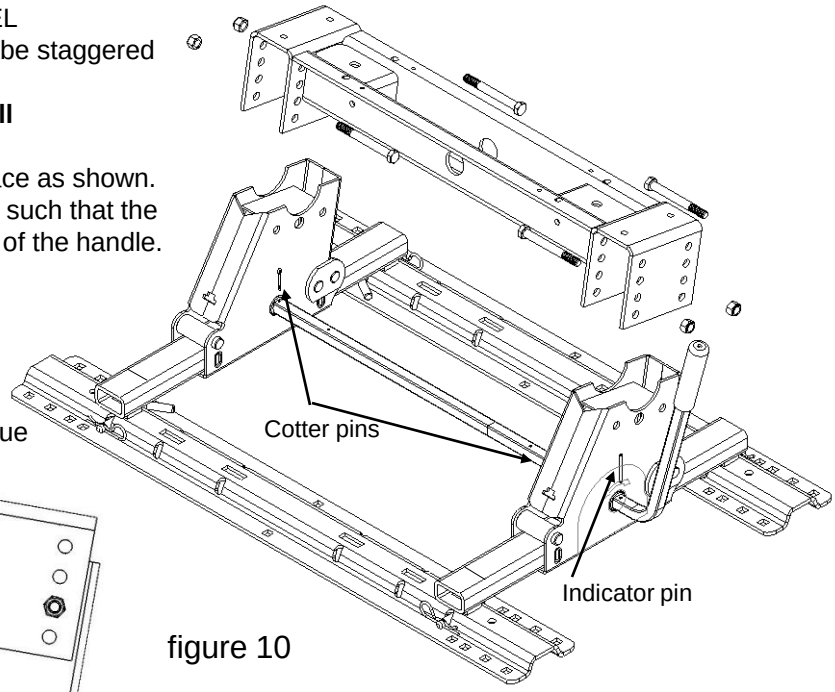

figure 10
5. Loosely assemble head support to 5TH WHEEL KWIK-SLIDE at desired height. Hardware will be staggered when assembled. (see figure 10)
Use 2 cotter pins provided to trap handle in place as shown. Install indicator pin in handle as shown. Install such that the indicator pin just goes through the bottom side of the handle. (see figure 10).